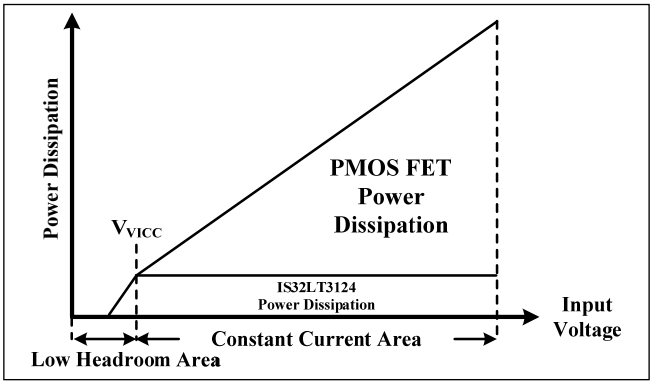

Figure 69 Power Dissipation Distribution in Series Regulator Mode
Choose 1kΩ value for R_1 and the DHC circuit will operate in Series Regulator mode. The integrated circuit compares the minimum headroom voltage of all four output channels against the headroom setting V_{HRSET}, which is set by the resistor R_{HR} from the HRSET and VICC pins, and dynamically drives the external power PMOS FET to maintain this minimum headroom voltage always equal to V_{HRSET}. As Figure 69 shows, the minimum headroom voltage will appear on the channel with the maximum LED string forward voltage. Therefore, the output voltage of the Series Regulator, V_{VICC}, can be calculated by the Equation (6) and (7):